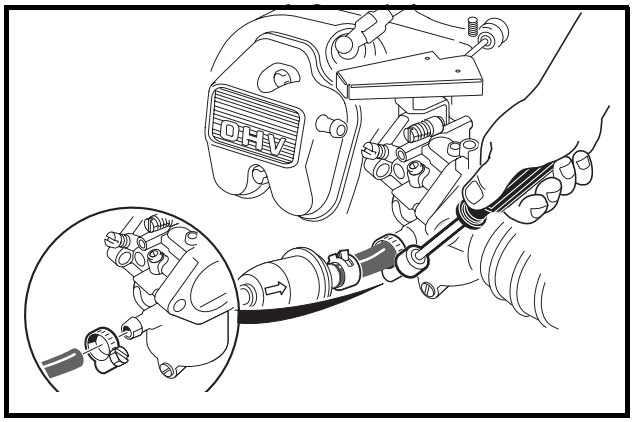

Figure 16-49 Connect Fuel Line
28. Remove the 1/4-inch bolt from the fuel line and connect the fuel line to the carburetor and secure with a hose clamp **(Figure 16-49, Page 16-19)**.